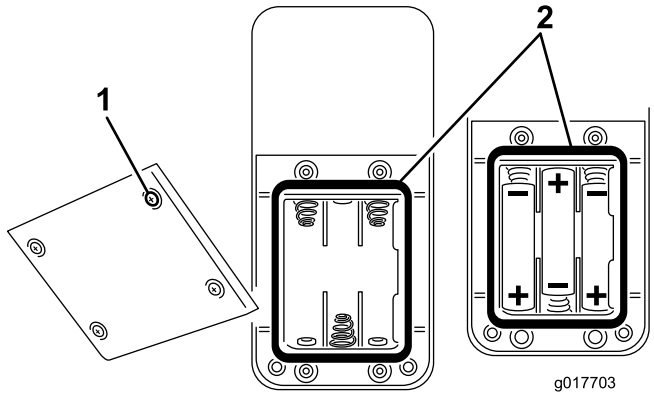

Figur 31
2. Hvis batterierne monteres i et tomt batterirum, skal der monteres tre nye AAA-batterier. Sørg for, at batterierne er placeret som vist i Figur 31.
monteres. Sørg for, at batterierne er placeret som vist i Figur 31.